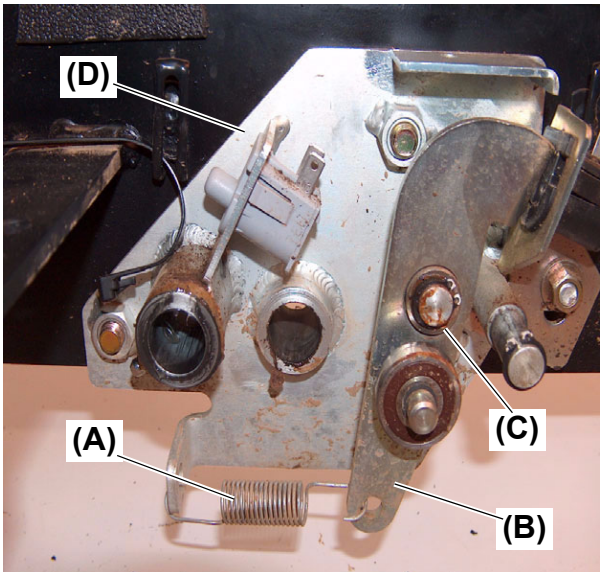

Fig. 7
10. Remove the switch arm extension spring **(Fig. 7, (A))**, from the switch arm **(Fig. 7, (B))**.
11. Remove the external snap ring **(Fig. 7, (C))**, securing the switch arm **(Fig. 7, (B))** to the pedal fulcrum **(Fig. 7, (D))**.